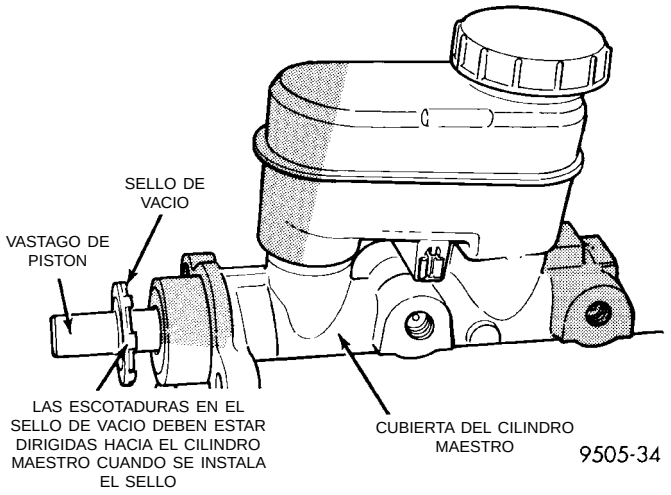
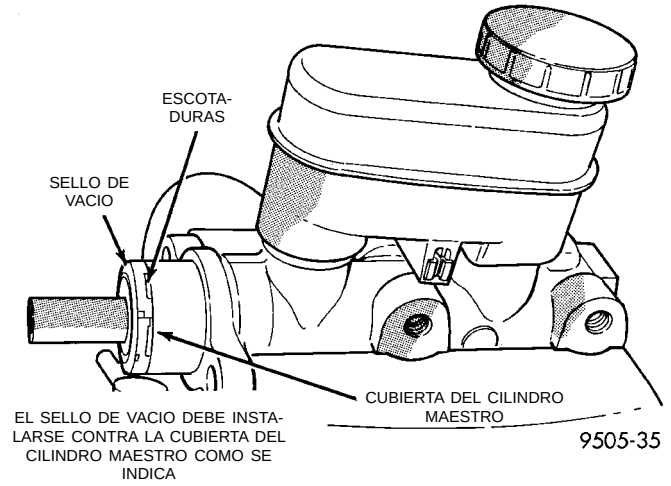

Fig. 121 Instalación del sello de vacío en el vástago de pistón del cilindro maestro
Fig. 122 Sello de vacío posicionado para la instalación del cilindro maestro
(8) Instale el sello de vacío en el vástago de pistón del cilindro maestro como se indica, con las escotaduras del sello de vacío en dirección hacia la cubierta del cilindro maestro (Fig. 121). Luego deslice el sello de vacío sobre el vástago de pistón, hasta que esté asentado contra la cubierta del cilindro maestro (Fig. 122), antes de instalar el cilindro maestro en el reforzador del vacío del servofreno.